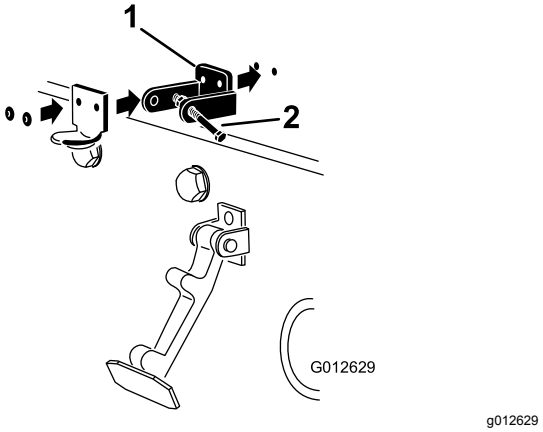

**Figur 4**
3. Placera CE-låsfästet och motorhuvsspärrfästet på motorhuven när du passar in monteringshålen. Låsfästet måste ligga mot motorhuven (Figur 4). Ta inte bort bult- och mutterenheten från låsfästets arm.
5. Nita fast fästena och brickorna på motorhuven (Figur 4).